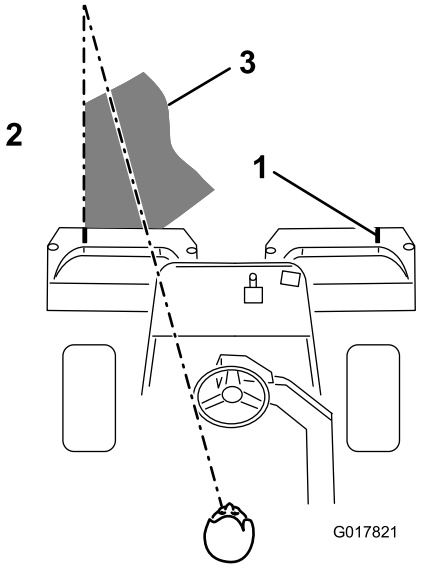

Figur 40
3. Överlappa den tidigare klippremsan så lite som möjligt under nästkommande vända. Etablera en tänkt siktlinje ca 1,8 till 3 m framför maskinen så att du klipper i en rak linje över greenen och håller maskinen på ett jämnt avstånd till förra klippvändans kant (Figur 40). Vissa föredrar att inkludera rattens ytterlinje som del i siktlinjen, d.v.s. att hålla rattkanten i linje med en punkt som alltid är på samma avstånd från maskinens framkant (Figur 40).